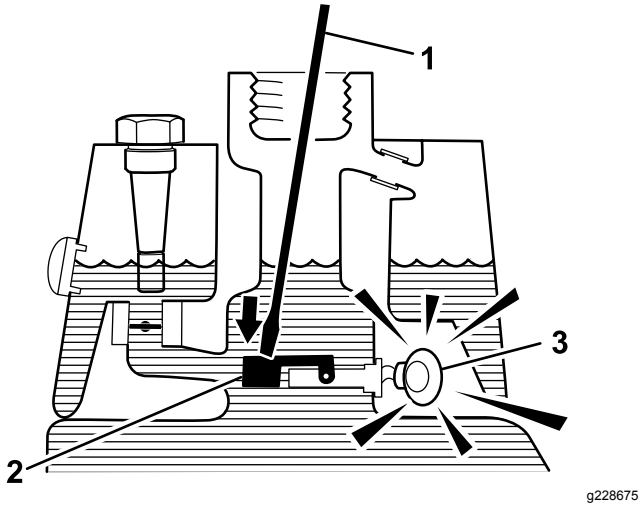

Figur 54
3. För in en ren pinne eller skruvmejsel i tankröret och tryck försiktigt nedåt på flottörströmbrytaren (Figur 54). Larmet ska ljuda efter tidsfördröjningen på en sekund.